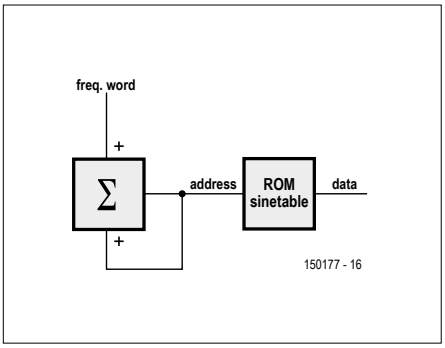

Bild 7. Prinzipielle Arbeitsweise der DDS. Der Block mit dem Sigma-Symbol bezeichnet den Phasendemodulator.
Die Signale des lokalen Oszillators (LO) an den Ausgängen der beiden DACs werden durch zwei DDS-Blöcke (Direct Digital Synthesis) im FPGA erzeugt. Ein solcher Synthesizer besteht aus einem so genannten Phasenrad (phase accumulator register), dessen Wert bei jedem Taktzyklus des 120-MHz-Taktes des DACs (der von der internen PLL des FPGA abgeleitet wird) um einen festen Betrag erhöht wird. Diese Erhöhung bestimmt die Frequenz. Der akkumulierte Wert wird als Adresse in einer Sinustabelle verwendet und der an dieser Adresse gefundene Wert an den DAC gesendet (**Bild 7**). Das Frequenzwort für DAC A, der den abstimmbaren LO darstellt, ist 25 Bit breit. Dies entspricht einem Frequenzschritt von $120 \times 10^6/2^{25} = 3{,}57$ Hz. Darüber hinaus gibt es einen Mechanismus zur Feinabstimmung, der mit gebrochenen Zahlen arbeitet, so dass eine endgültige Auflösung von 0,44 Hz erreicht wird. Für den zweiten LO mit seiner festen Frequenz für die Umwandlung von der ersten zur zweiten ZF wird ein entsprechender DDS-Block mit einer niedrigeren Auflösung von etwa 38 Hz implementiert, um FPGA-Ressourcen zu sparen.